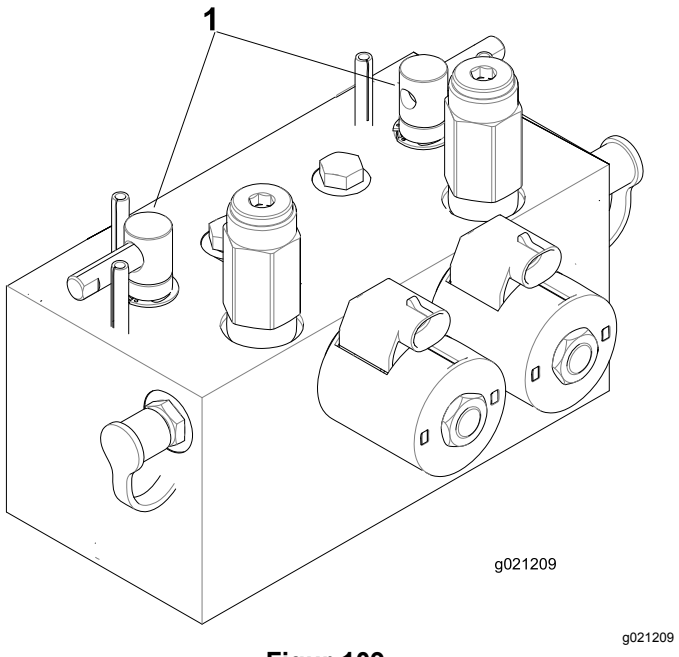

Figur 109
2. Lås opp og hev setet for å vise slipespakene (Figur 109).
5. Velg enten fremre, bakre eller begge slipespaker for å bestemme hvilke spoler som slipes (Figur 109).